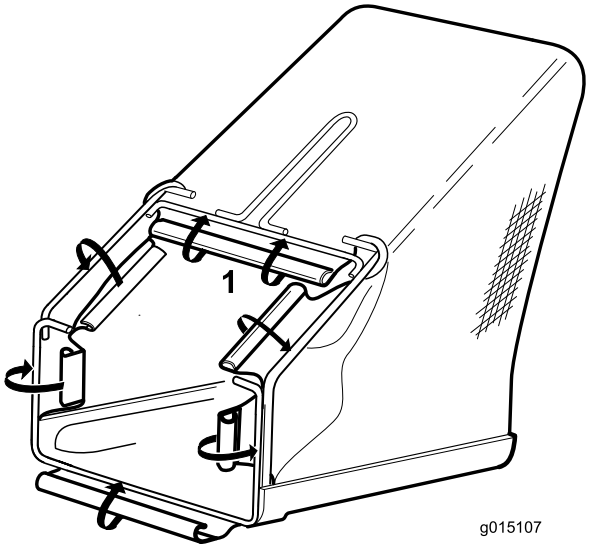

Рисунок 4
2. Начав от рукоятки, подсоедините шесть пластиковых зажимов на мешке для сбора травы к проволочному каркасу (Рисунок 4).